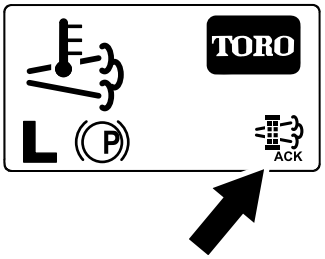

Figuur 61
8. Het hoofdscherm van het InfoCenter verschijnt en het pictogram regeneratie aanvaard (Figuur 61) verschijnt rechts onderaan het scherm terwijl de regeneratie bezig is.